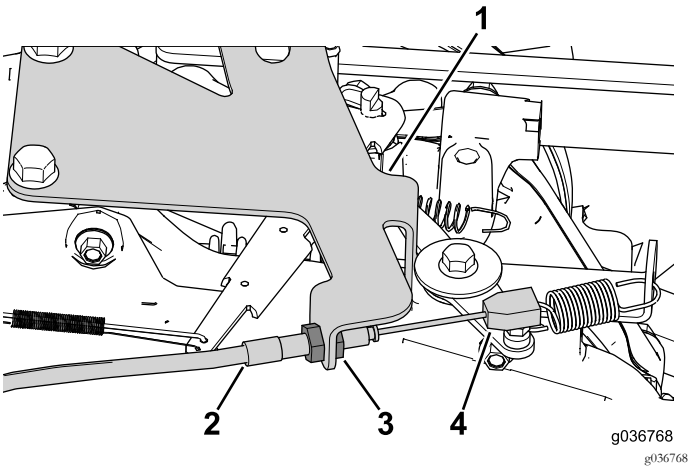

Figura 33
1. Utilice las contratuercas del cable para ajustar y sujetar el cable al soporte (Figura 33).